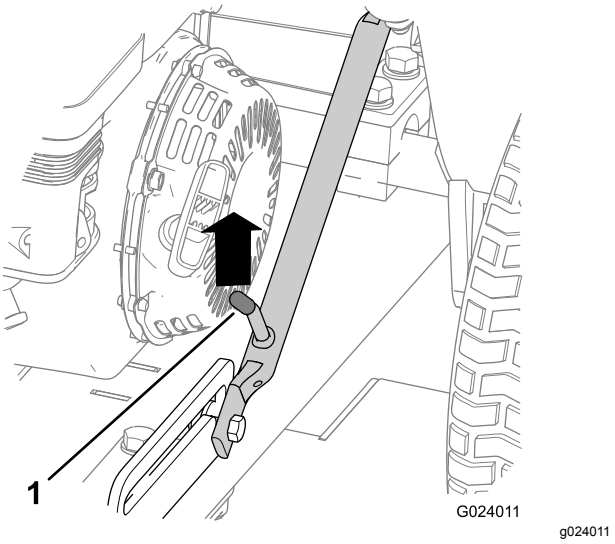

**Figura 7**
4. Empurre a estrutura de engate até desbloquear a alavanca de trinco do bloqueio de deslize (Figura 7).